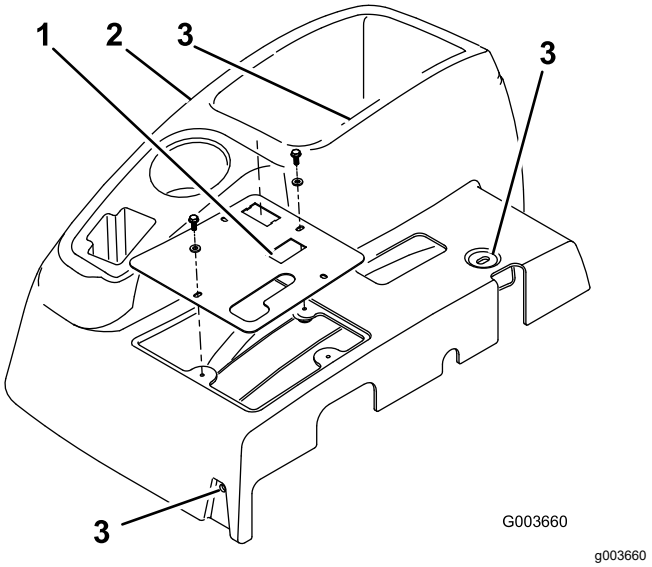

Rysunek 1
3. Odkręć 4 śruby z podkładkami mocujące panel sterowania do konsoli (Rysunek 1).
5. Zdemontuj panel sterowania (Rysunek 1).
6. Odkręć 3 śruby mocujące konsolę do ramy (Rysunek 1). Zdemontuj konsolę, ostrożnie unosząc dolną jej krawędź ze wspornika i wysuwając ją ponad rękojeść hamulca.